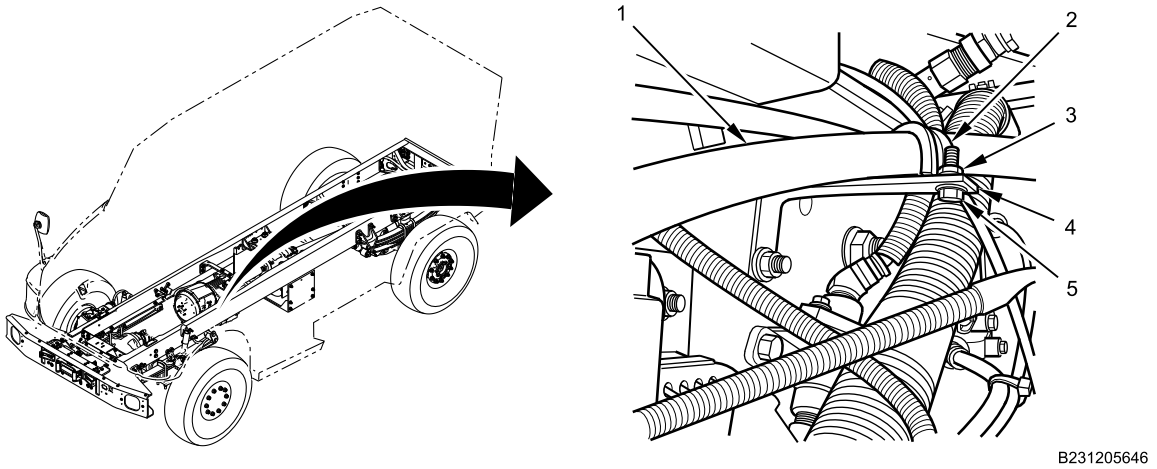

Figure 14. Air Line Hose Support Bracket.
14. Install hose clamp (Figure 14, Item 2) on air compressor delivery air line hose (Figure 14, Item 1).
15. Apply corrosion preventive compound to pipe clamp bolt (Figure 14, Item 5).
16. Install hose clamp (Figure 14, Item 2) on support bracket (Figure 14, Item 4) with nut (Figure 14, Item 3) and bolt (Figure 14, Item 5) and tighten securely.